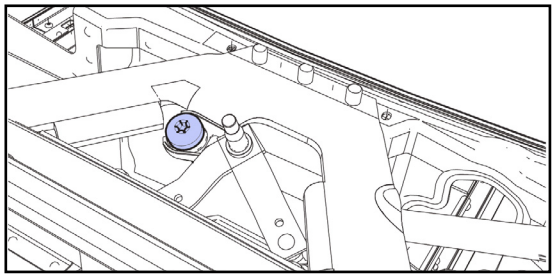

fig. 9d
d. Remove screw securing wiper motor to bulkhead brace. Torque - 25 Nm (fig.9d)
e. Remove bulkhead brace (fig.9d)